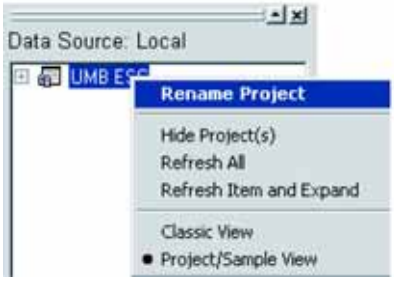

Figure 5.8
1. Right-click the data tree, and select **Project/Sample View** from the shortcut menu that appears **(Figure 5.8)**.